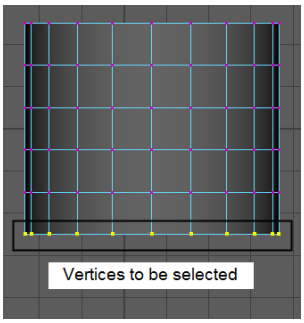

Figure 2-57 *Bottom vertices of the cylinder selected*
6. Select the vertices at the bottom of *mug*, refer to Figure 2-57. Next, invoke the **Scale Tool** by pressing the R key.